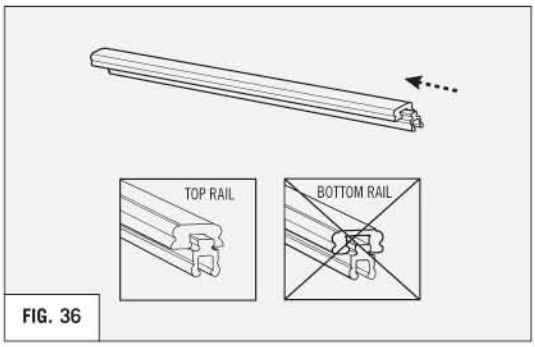

FIG. 36
4. Slide support rail into top rail. **(REFER TO FIG. 36)**